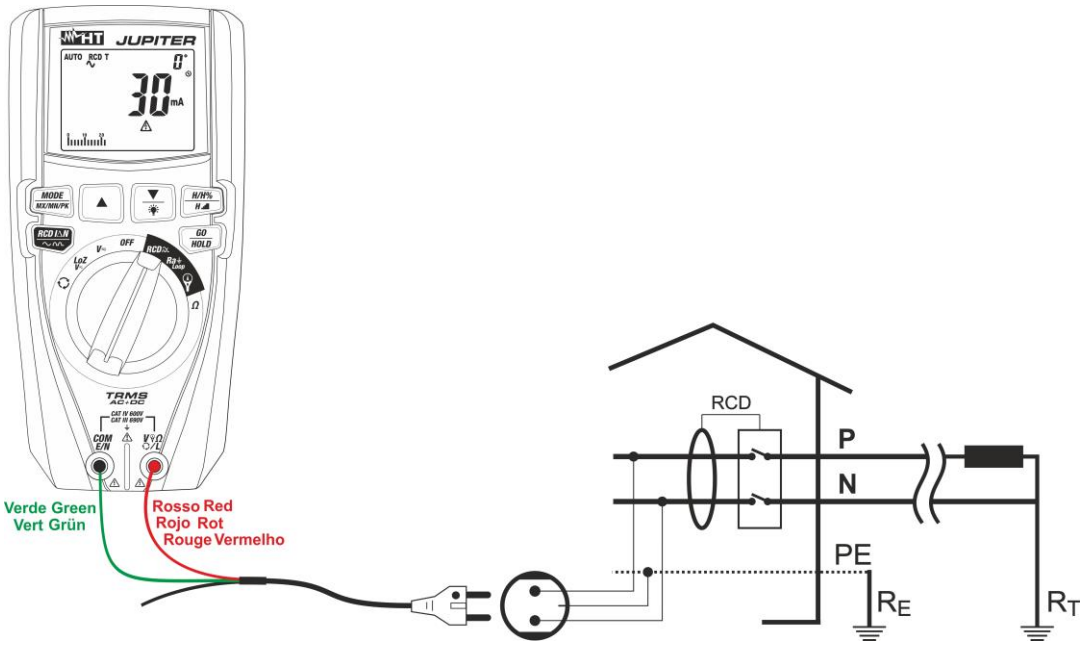

Fig. 29: Utilisation de l'instrument pour test RCD sur système monophasé avec câble avec prise Schuko.
6. Si on utilise le câble avec la fiche Schuko, introduire le conducteur rouge dans la borne d'entrée **VΩL** et le conducteur vert dans la borne d'entrée **COM/E/N** puis connecter l'instrument à l'installation sous test (voir Fig. 29). La présence de la tension Phase-Terre est montrée dans la barre graphique.